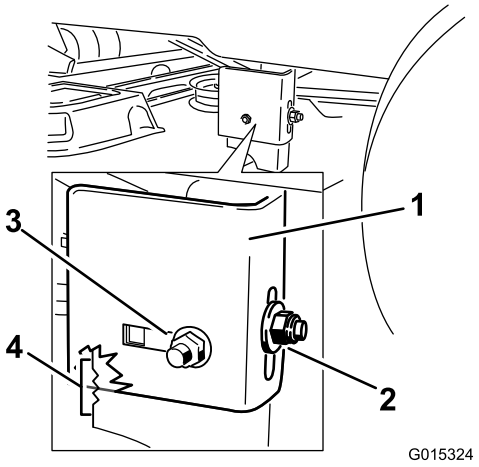

Figur 60
9. Lossa den bakre låsmuttern på hållarfästet (Figur 60).
10. Lossa sidolåsmuttern på hållarfästet så pass mycket att du kan justera hållaren (Figur 60).
13. Stoppa däcket i det justerade läget och dra åt sidolåsmuttern på hållarfästet för att hålla kvar det nya läget (Figur 60).